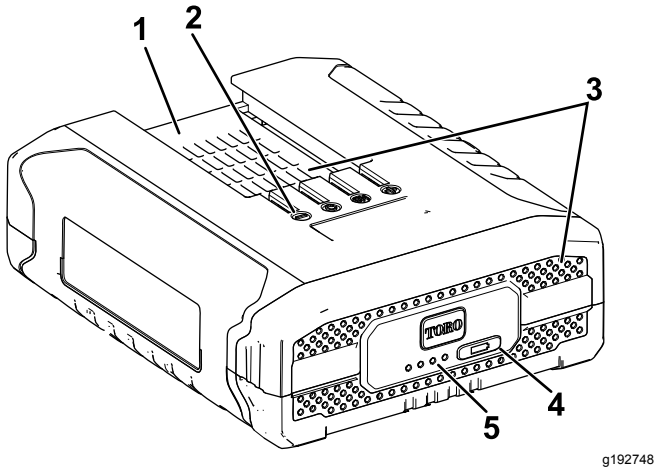

Figur 7
3. Rikta in håligheten i batteripaketet (Figur 7) med spetsen på laddaren.